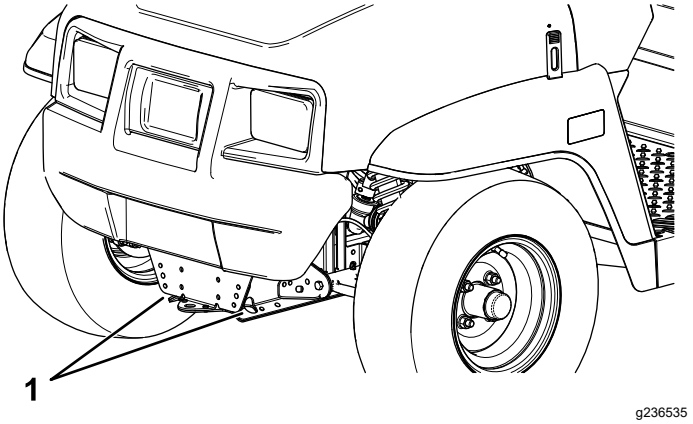
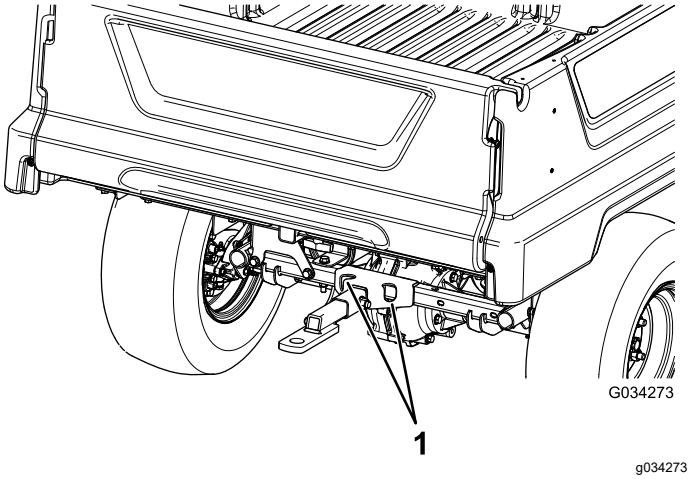

Rysunek 21
Rysunek 22
Rozmieszczenie punktów mocowania jest podane na Rysunek 21 i Rysunek 22.
2. Zamocuj linę holowniczą do haka holowniczego z przodu ramy pojazdu (Rysunek 21).